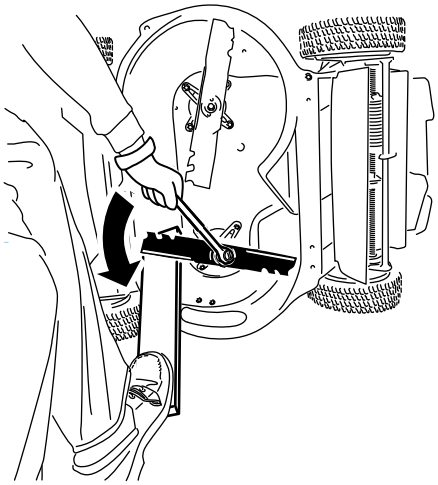

**Figure 36**
1. Utilisez un bloc de bois pour immobiliser chaque lame et tournez le boulon de lame dans le sens antihoraire, comme montré à la Figure 36.